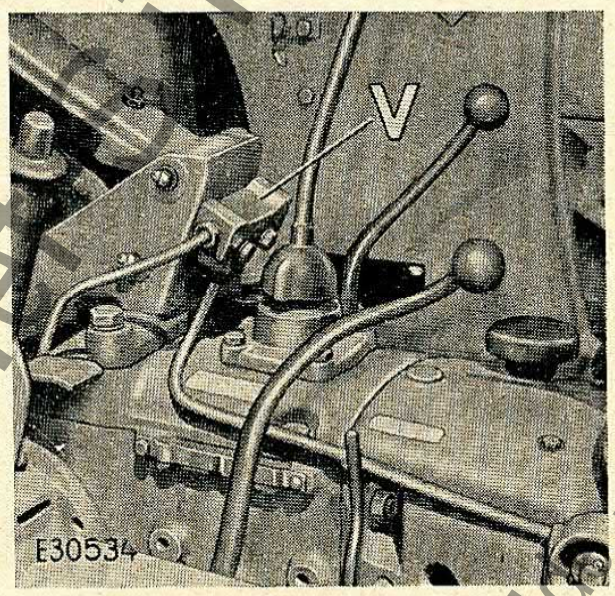

Bild 42
13. Die Anhängeleiste (9) in die Kugelgelenke an den hinteren Enden der Schwingen einstecken und mit zwei Bolzen, die mit Ketten an den Schwingen befestigt sind, sichern.
14. Die beiden Kosole (10) mit zwei verlängerten Sechskantschrauben, Federring und Mutter am Achsrohrgehäuse rechts und links innen anschrauben.
15. Die mit Augschrauben (11) an der Schwinge befestigten Ketten mit Schäkel an den Konsolen befestigen. Hier kann durch Wahl verschiedener Löcher in der Schwinge oder am Konsol zum Befestigen der Augschrauben bzw. der Schäkel die Anhängung mehr oder weniger starr eingestellt werden.
16. Leitungen anschließen (siehe Leitungsplan, Seite 8): Verteilerstück (6) mit zwei Sechskantschrauben in den vorgesehenen Gewindelöchern an der Stirnseite der Sitzstütze so befestigen, daß das Anschlußloch zum Steuerschieber (2) nach unten steht (Bild 42). Die Ölleitung (5) zum Schieber ist mit dem mit Nippel versehenen Ende mit Druckschraube in dieses Anschlußloch einzuschrauben. Das mit Ring versehene Ende ist mittels Hohlschraube und zwei Dichtringen an dem oberen nach hinten weisenden Anschlußloch des Schiebers (2) zu befestigen. (Hierzu Steuerschieber eventuell lösen, damit man zum Anschließen beikommt.)